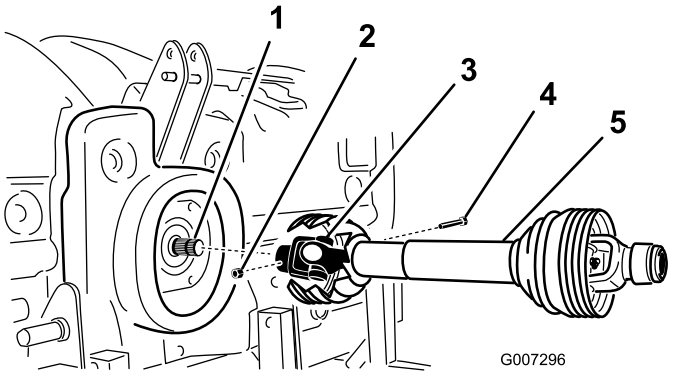

**Figur 8**
2. Slut kraftudtagsakslen til gearkassens indgangsaksel med en bolt på 1/2 x 3,00 tomme og en møtrik på 1/2 tomme (Figur 8).